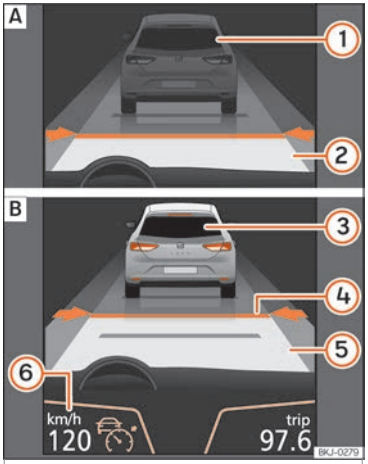
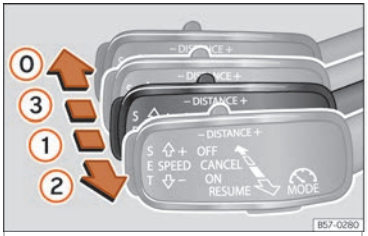
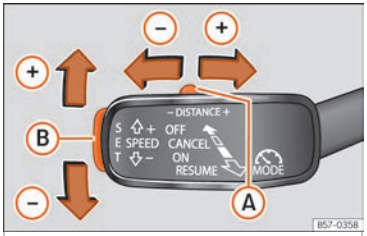

Abb. 262 Am Bildschirm des Kombi-Instruments: A ACC inaktiv (Standby). B ACC aktiv.
Abb. 264 Links an der Lenksäule: dritter Hebel für die Bedienung der ACC.
Abb. 265 Links an der Lenksäule: dritter Hebel für die Bedienung der ACC.
Bildschirmanzeigen ››› **Abb. 262**:
Wenn die ACC eingeschaltet ist, schaltet sich auf der Schalttafel die grüne Kontrollleuchte ein ⏲ und auf dem Bildschirm werden die programmierte Geschwindigkeit und der Zustand der ACC angezeigt ››› Abb. 262.
- Um die ACC zu aktivieren, bewegen Sie den Hebel in die Position **ON** ››› Abb. 264 ①. Zu »
- Drücken Sie anschließend die Taste **SET** ››› Abb. 265 Ⓑ oder bewegen Sie den Hebel in die Position **RESUME** ››› Abb. 264 ②. In diesem Moment wird die ACC aktiviert und die aktuelle Geschwindigkeit und der Abstand werden programmiert. Die Anzeige am Kombi-Instrument wechselt in den Modus *Aktiv* ››› Abb. 262 [B].
- Zur Programmierung der Geschwindigkeit schieben Sie den dritten Hebel nach oben (+) oder nach unten (–) bis zur gewünschten Geschwindigkeit ››› Abb. 262 ⑥ . Die Einstellung der Geschwindigkeit erfolgt in Schritten von 10 km/h (6 mph).
- Falls Sie die Geschwindigkeit in Schritten von 1 km/h (0,6 mph) erhöhen möchten, bewegen Sie den Hebel in die Position **RESUME** ››› Abb. 264 ② bzw. drücken Sie zur Reduzierung die Taste **SET** ››› Abb. 265 Ⓑ.
- Um das Abstandsniveau zu erhöhen oder zu reduzieren, bewegen Sie die Taste Ⓐ nach rechts oder links ››› Abb. 265.
Am Bildschirm des Kombi-Instruments wird das ausgewählte Abstandsniveau geändert ››› Abb. 262 ④. Sie können aus 5 verschiedenen Abstandsniveaus auswählen. SEAT empfiehlt das Niveau 3. Der programmierte Abstand kann während der Fahrt oder bei Fahrzeugstillstand geändert werden ››› ⚠.
- Um die ACC zu deaktivieren, bewegen Sie den Hebel in die Position **OFF** (fest) ››› Abb. 264 ⓪. In diesem Moment erscheint der Text **ACC deaktiviert** und die Funktion ist vollständig deaktiviert.